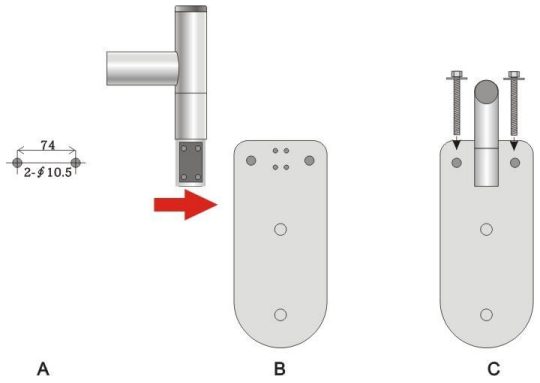

図 2
穴の中心は同一の水平線上にある必要があります！] 詳細は図2-Aを参照してください。印付けが完了したら、∮12mmのドリルビットを使用して、深さ>
3) 図2-Bに従って、シャフトスリーブ⑨の4本のネジを取り外し、固定プレート⑩と接続して4本のネジで締め付けます。これにより、固定プレート⑩、バランスアーム⑧、スプリングアーム⑦が一体化します。
4) 図2-Cに従って固定プレート⑩を壁に取り付け、